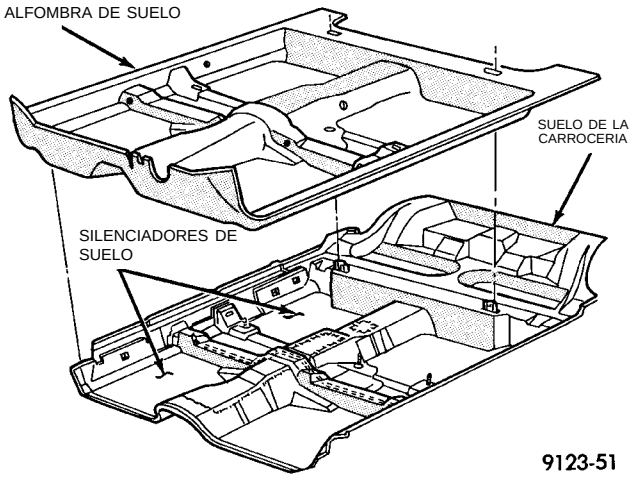

Fig. 68 Alfombra
(1) Retire los asientos delanteros.
(2) Retire el cojín del asiento trasero.
(3) Retire los pernos que sujetan los anclajes inferiores de los cinturones de seguridad delanteros al suelo (Fig. 68).
(4) Retire las cubiertas de las guarniciones de las vigas de las puertas.
(5) Retire las cubiertas de las guarniciones del cubretablero.
(6) Retire la consola central de suelo.
(7) Retire el asidero de desenganche del maletero.
(8) Retire los dispositivos de fijación inferiores del panel tapizado del parante B.
(9) Tire de la alfombra desde detrás del panel tapizado.
(10) Pliegue la alfombra por la mitad en dirección al asiento trasero.
(11) Retire la alfombra a través de la abertura de la puerta trasera.